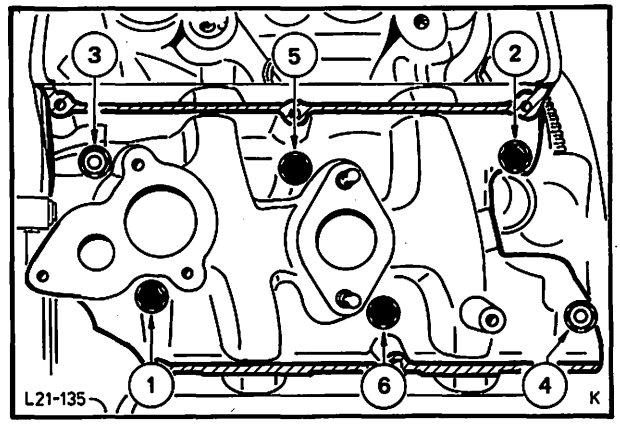

Abb. 184 Ansaugkopf – Anzugsschema
69. Ansaugkopf aufsetzen, Schrauben einführen und mit vorgeschriebenem Drehmoment in drei Stufen nach Schema festdrehen, Abb. 184.